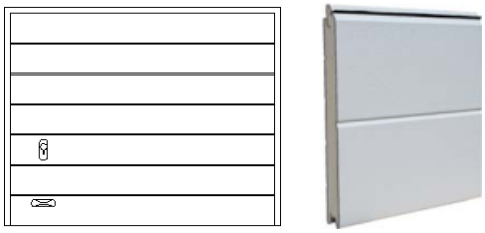

Rys. 2. Brama z przetłoczeniami wysokimi
Płaszcz wykonywany jest z segmentów o wysokościach: 486, 500, 608 i 610 [mm]. Stosowana wysokość segmentów uzależniona jest od wysokości bramy. Segmenty o grubości **40 [mm]** wypełnione są pianką poliuretanową, wykonane są z blachy stalowej ocynkowanej, ze strukturą drewnopodobną (woodgrain- rys. 2) lub stucco (skórka pomarańczy- rys. 4). Segmenty powlekane są farbami poliestrowymi i zabezpieczone okuciami z blachy stalowej ocynkowanej, lakierowanymi proszkowo w kolorze białym. W dolnym segmencie zamontowana jest uszczelka przylegająca do podłoża, a w górnym uszczelka przylegająca do nadproża, gdy brama jest w pozycji zamkniętej. Segmenty posiadają zabezpieczenia kształtowe przeciw przytrzaśnięciu palców (z wyjątkiem paneli ze strukturą stucco – rys. 4) oraz uszczelki w miejscu styku dwóch segmentów. Współczynnik przenikalności cieplnej dla panela: **Uk = 0,6 W/m² x K**
b) brama z przetłoczeniami wysokimi (struktura woodgrain, slick) – rys. 2